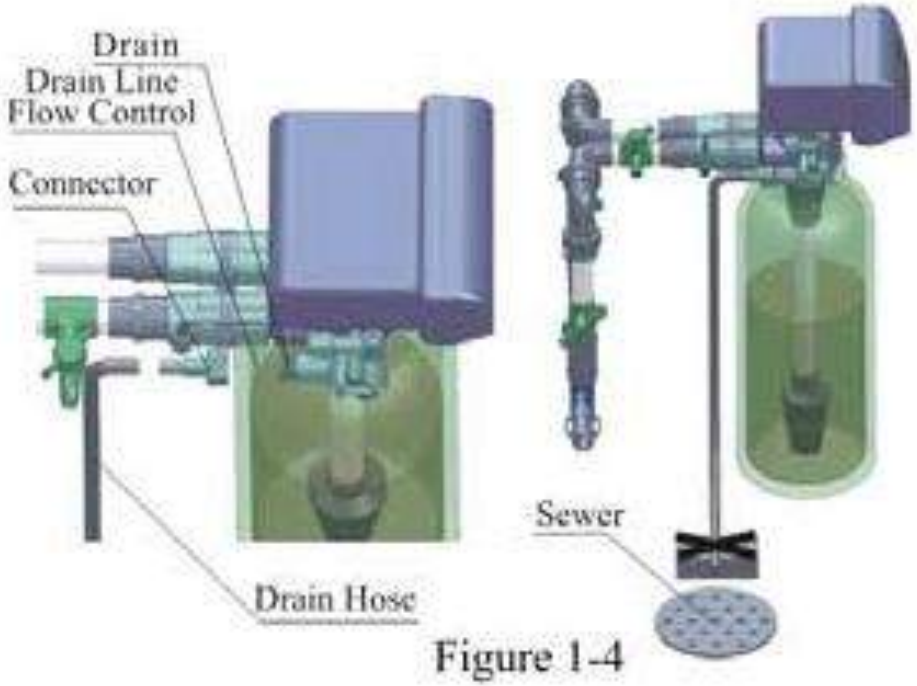

Figure 1-4
5. Монтаж дренажной линии (см. рис. 1-4).
• Убедитесь в том, что сливной шланг не присоединен к канализационному коллектору и оставьте некоторое пространство между ними для избегания попадания сточных вод в фильтр обратным ходом (см. рис. 1-4).